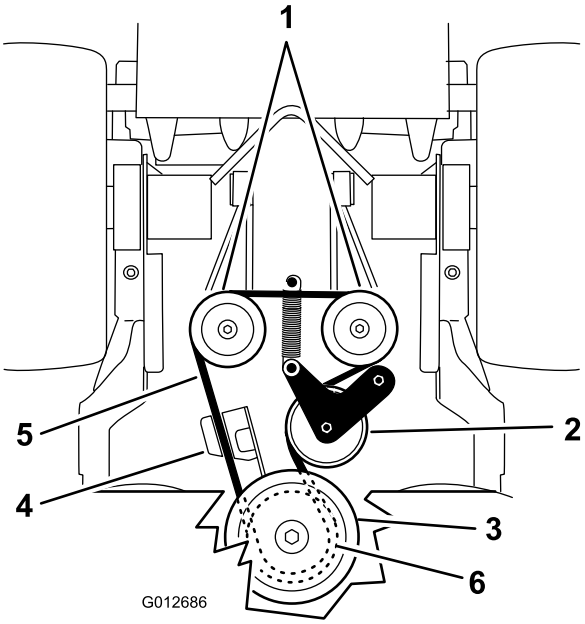

Figur 66
5. Tag styrefjederen af stellet (Figur 66).
7. Monter styrefjederen på stellet (Figur 66).